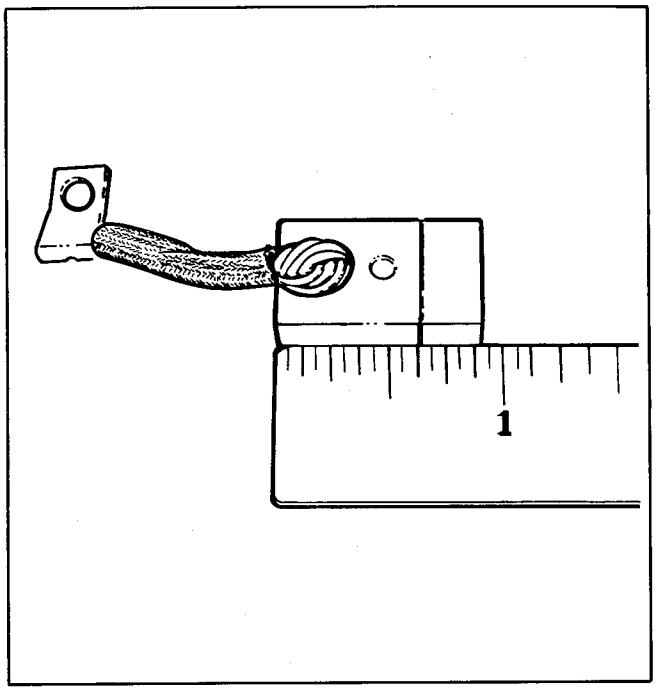

Figure 94 – Measuring Brush Length
b. Check brush length, Figure 94. If any brush is worn to its minimum length when measured at its shortest point, new brushes are needed. Replace brushes in sets of four only.